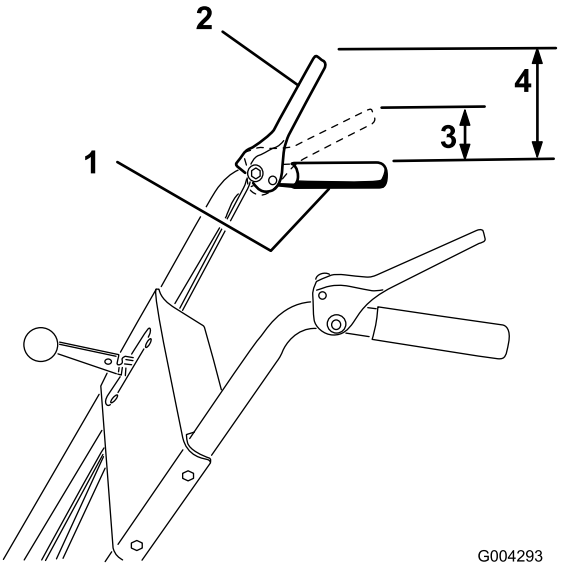

Figur 9
3. Kontroller avstanden mellom toppen av håndtaket og bunnen av kontrollspaken til spiralbladets/viftehjulets drivverk (Figur 9).
Merk: Kraften som er nødvendig for å trykke inn spaken øker merkbart når du fjerner dødgangen fra spiralbladets/viftehjulets drivverksrem (ca. 1/2 av spakens bevegelse). Justeringen er korrekt når kraften begynner å øke og avstanden mellom toppen av håndtaket og bunnen av kontrollspaken til spiralblads-/viftehjulsdrivverket er mellom 3 og 5 cm som vist i Figur 9.